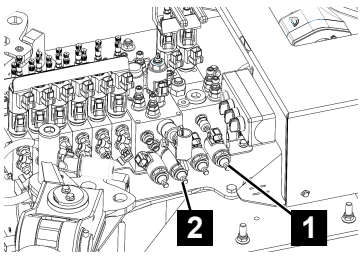

Fig. 158
4. Screw in the valve (Fig.158/1) clockwise.
5. Screw in the valve (Fig.158/2) clockwise.